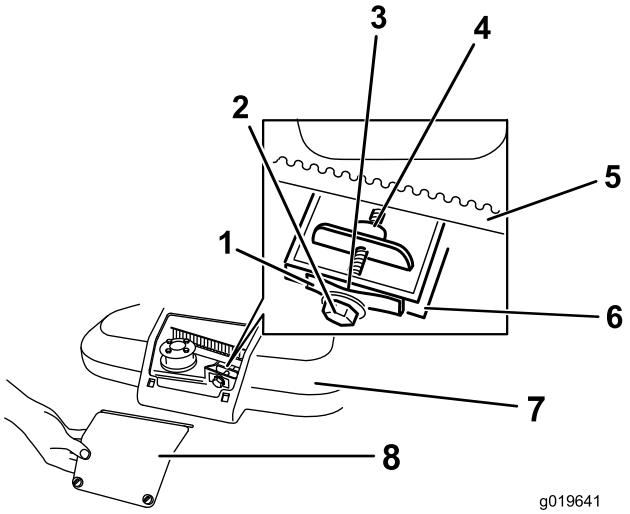

Figura 28
1. Allentate le 2 viti sul pannello di accesso del copricinghia e rimuovete il pannello (Figura 28).
Nota: Se il gioco tra calibro e molla è visibile, serrate il bullone e il dado di regolazione in modo che il carico scorra con difficoltà attraverso il gioco (Figura 28).